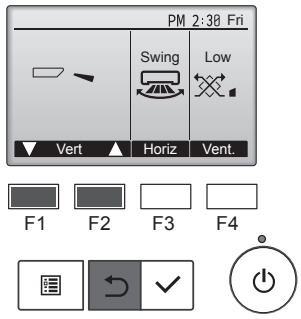

Fig. 7-4
② Prima o botão [OK] para apresentar o ecrã de funcionamento da palheta e depois prima os botões [F1] e [F2] para verificar a palheta automática. (Fig. 7-4)